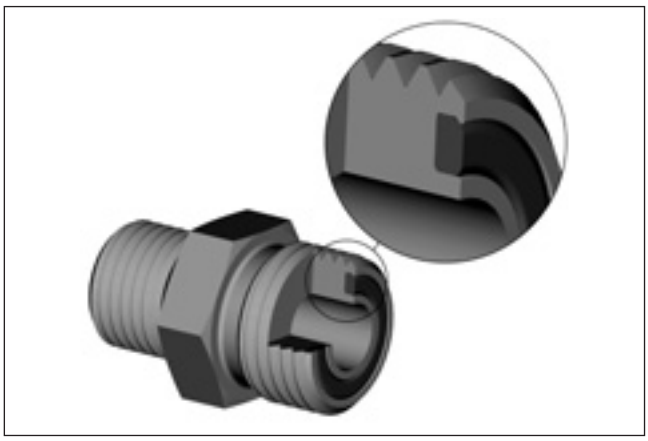

Fig. 2 – Joint souple frontal avec rainure Corg.
- **Plus : CORG** – Tous les raccords Parker O-Lok® sont fabriqués avec une rainure à joint torique (CORG) chargée d'empêcher la perte ou l'écrasement des joints toriques lors de l'assemblage. (En option dans les normes ISO 8434-3 et SAE J1453). Voir fig 2.